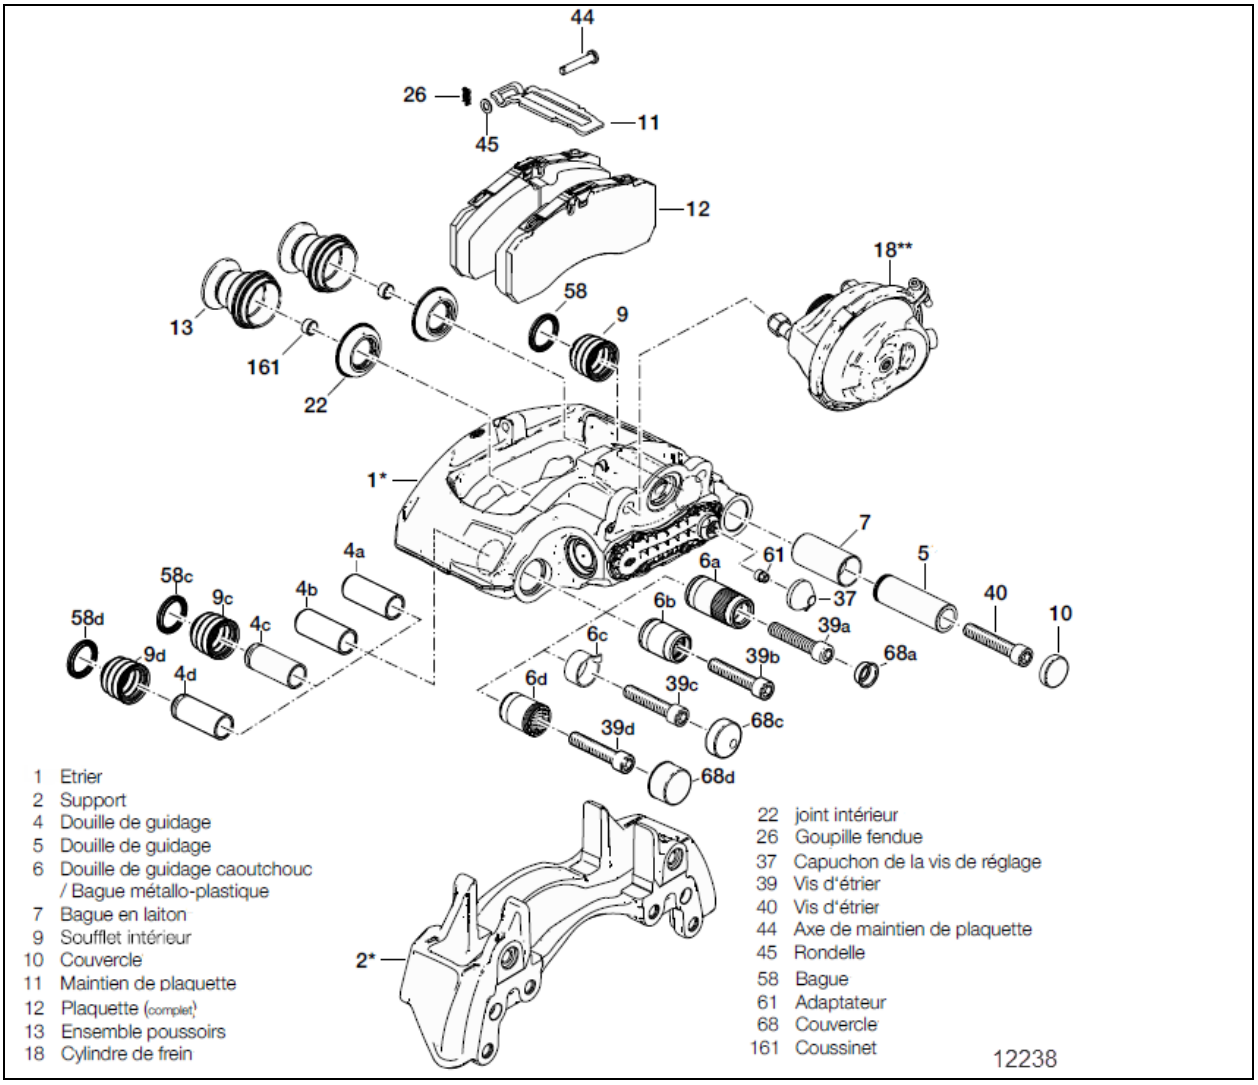

FIGURE 22: COMPOSANTS DE FREIN
À chaque remplacement de plaquette, vérifier si l'étrier fonctionne sans à-coups sur toute sa plage de déplacement. Si l'étrier présente les signes suivants, remplacer le manchon de guidage (6c, Figure 22), la goupille de guidage, la vis (39) et le capuchon.
En outre, examiner les ensembles poussoir et soufflet (13, Figure 22), le capuchon du dispositif de rattrapage (37) et les éléments d'étanchéité (9, 58) en s'assurant que tout est en place et en bon état incluant le palier d'étrier dans la zone de bague de caoutchouc/manchon de guidage (6) (voir le manuel Knorr-Bremse Y006471).